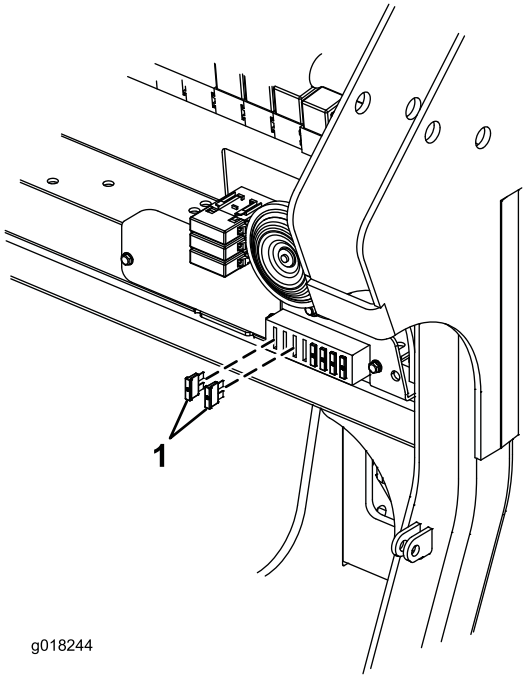

Figure 5
13. Install (2) 15 amp fuses into the fuse block. Use the 1st and 3rd receptacles from the left end of the fuse block (Figure 5).